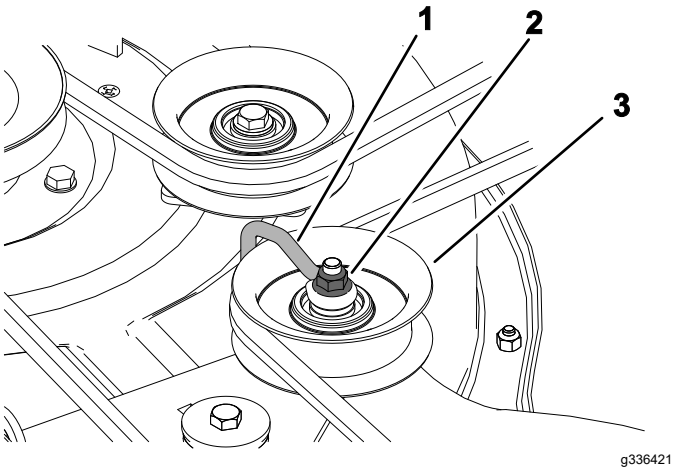

Figuur 56
6. Voor maaidekken met 3 messen: zet de moer los waarmee de draadvorm vastzit aan de spanpoelie (Figuur 56).
Opmerking: Plaats de draadvorm tegen de arm van de spanpoelie, zoals getoond in Figuur 56.